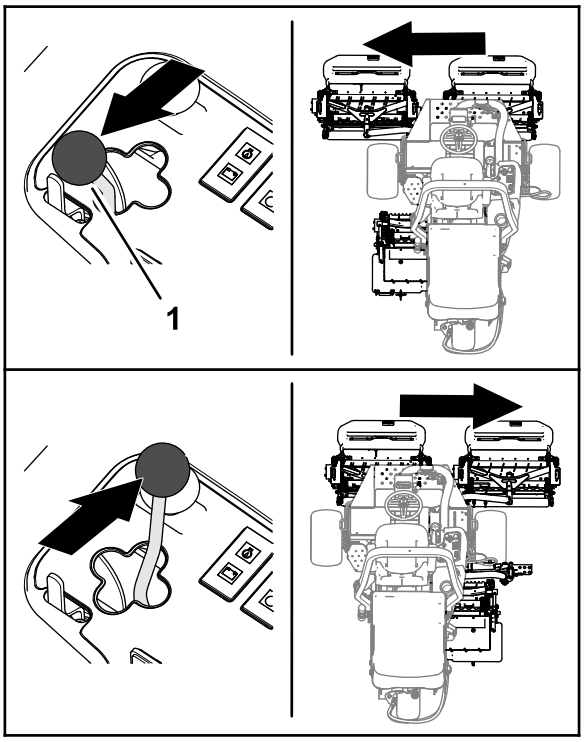

Figur 47
2. Flyt klippeenhedernes gearskiftehåndtag til venstre eller højre for at flytte klippeenhederne til venstre eller højre (Figur 47).